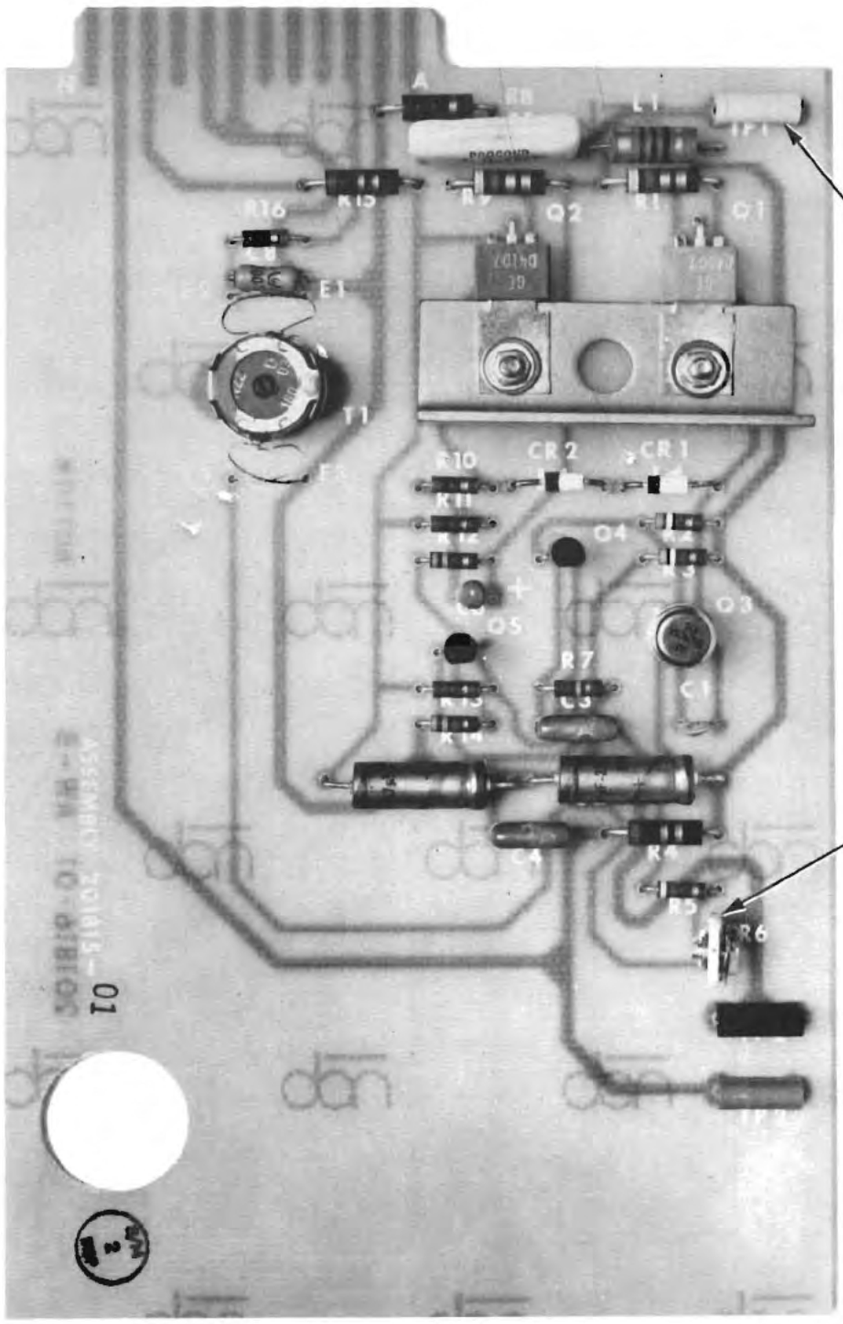

Figure 7-16. Bias Amplifier PWA Adjustment and Test Points
C. On four-track systems, repeat steps A and B to adjust R6 on the bias amplifier PWA (Figure 7-16) for channels three and four.